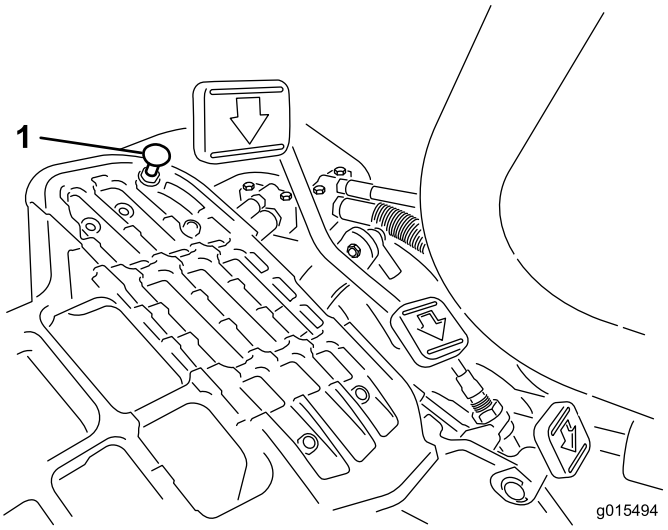

Figuur 52
Druk het tractiepedaal in. Als het pedaal contact maakt met de pedaalaanslag (Figuur 52) voordat u spanning op de kabel voelt, is afstelling vereist:
1. Draai de flenskopborgmoeren los waarmee de pedaalaanslag aan de vloerplaat is bevestigd (Figuur 52).